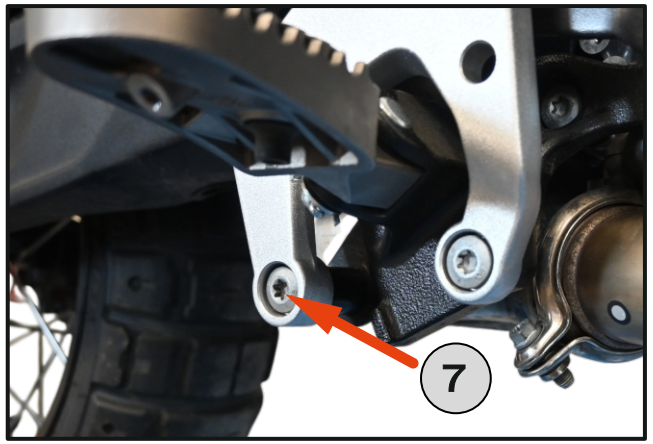
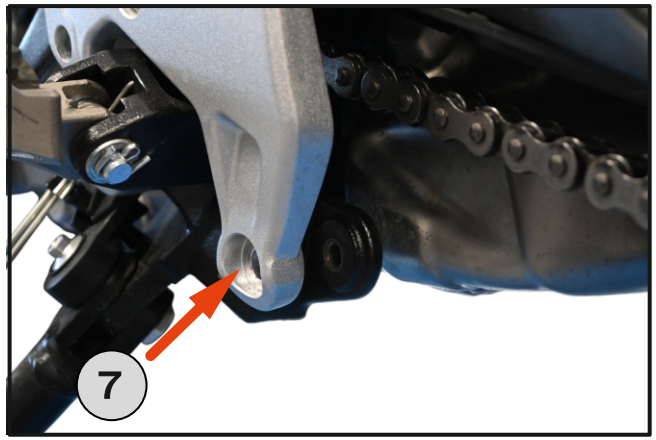

Fig. 9
Fig. 10
7. Unscrew the indicated bolts on both sides of the motorcycle. **[Fig. 9], [Fig. 10]**